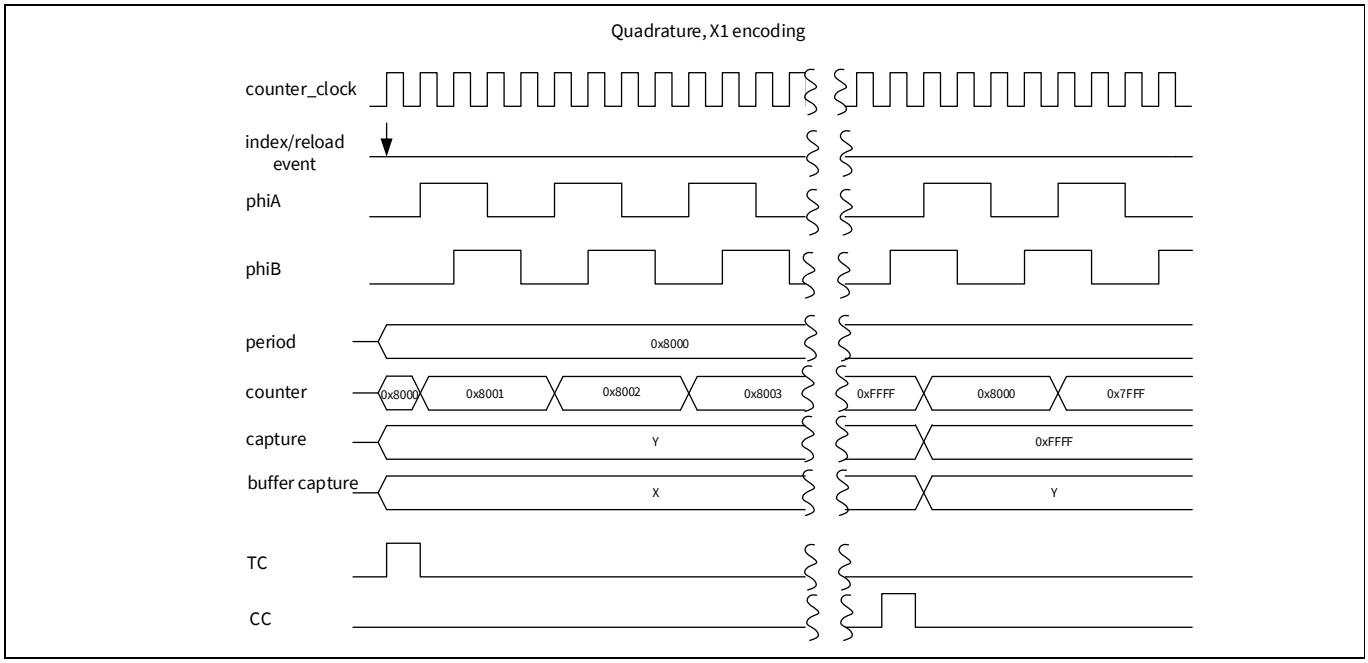

**Figure 19-9. Timing diagram for quadrature mode, X1 encoding**
- Quadrature index signal: This is connected to the reload signal as a hardware input. This event generates a TC condition, as shown in **Figure 19-9**.
- The DOWN bit field of counter status (TCPWM_CNTx_STATUS) register can be read to determine the current counting direction. Value '0' indicates a previous increment operation and value '1' indicates previous decrement operation. **Figure 19-9** illustrates quadrature behavior in the X1 encoding mode.